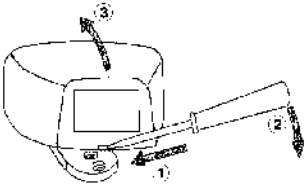

Рисунок 27
1. Чтобы снять крышку корпуса, вставьте небольшую отвертку в щель фиксатора в нижней части корпуса и отожмите его (рисунок 27).